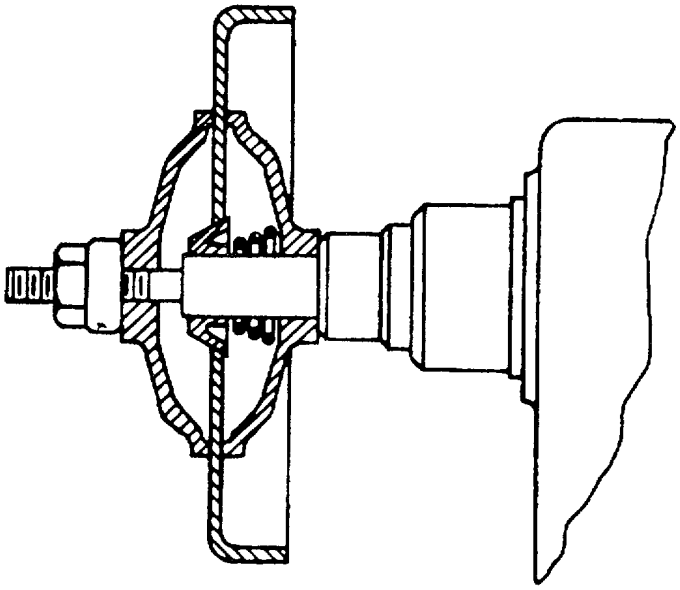

Fig. 1-2 - LOOSE DRUM SET-UP
a.-Loose Drum Set-up. Select proper Tapered Cone to fit in center of drum. Place one Face Plate on Arbor followed by the Spring and Tapered Cone. Place drum on Arbor over Tapered Cone and push drum up to pads of Face Plate. Place other Face Plate on Arbor and push up to drum. Place additional Spacers on Arbor so that the two Face Plates can be tightened together when the Arbor Nut is put on the end of Arbor and tightened. Make sure that the face plate pads are riding on a smooth dean surface of the drum (see figure 1-2).